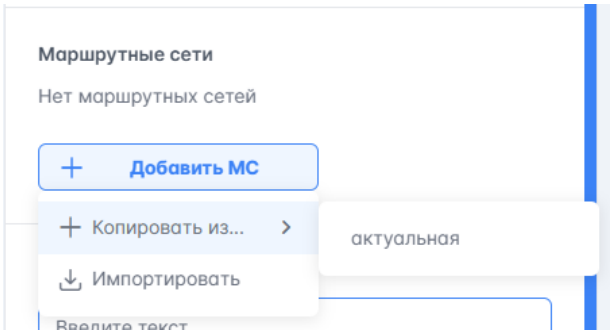

Рисунок 16 – Добавление МС путём копирования из ранее созданной инфраструктуры
6.2. Для копирования всех МС из ранее созданной инфраструктуры нажать на поле "Копировать из…", откроется контекстное меню со списком всех инфраструктур, в которых добавлены МС (рисунок 16).